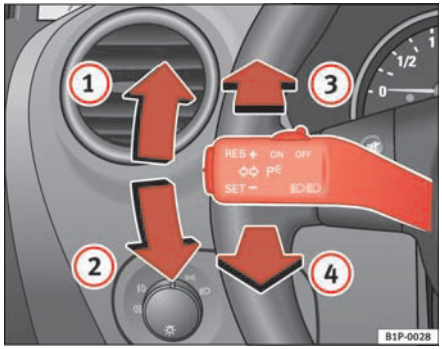

Fig. 78 Turn signal and main beam headlight lever
– Move the lever all the way up ⇒ fig. 78 (1) to indicate **right**, and all the way down (2) to indicate **left**.
– Press the lever forward ⇒ page 113, fig. 78 (3) to switch on the main beams.